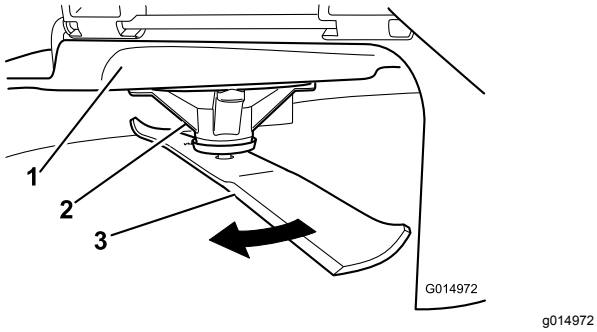

Figur 63
2. Ta på tykke arbeidshansker eller annet hensiktsmessig håndvern og sakte roter kniven som skal måles, til en stilling som gjør det mulig å måle avstanden mellom kniveggen og den plane overflaten maskinen står på (Figur 63).